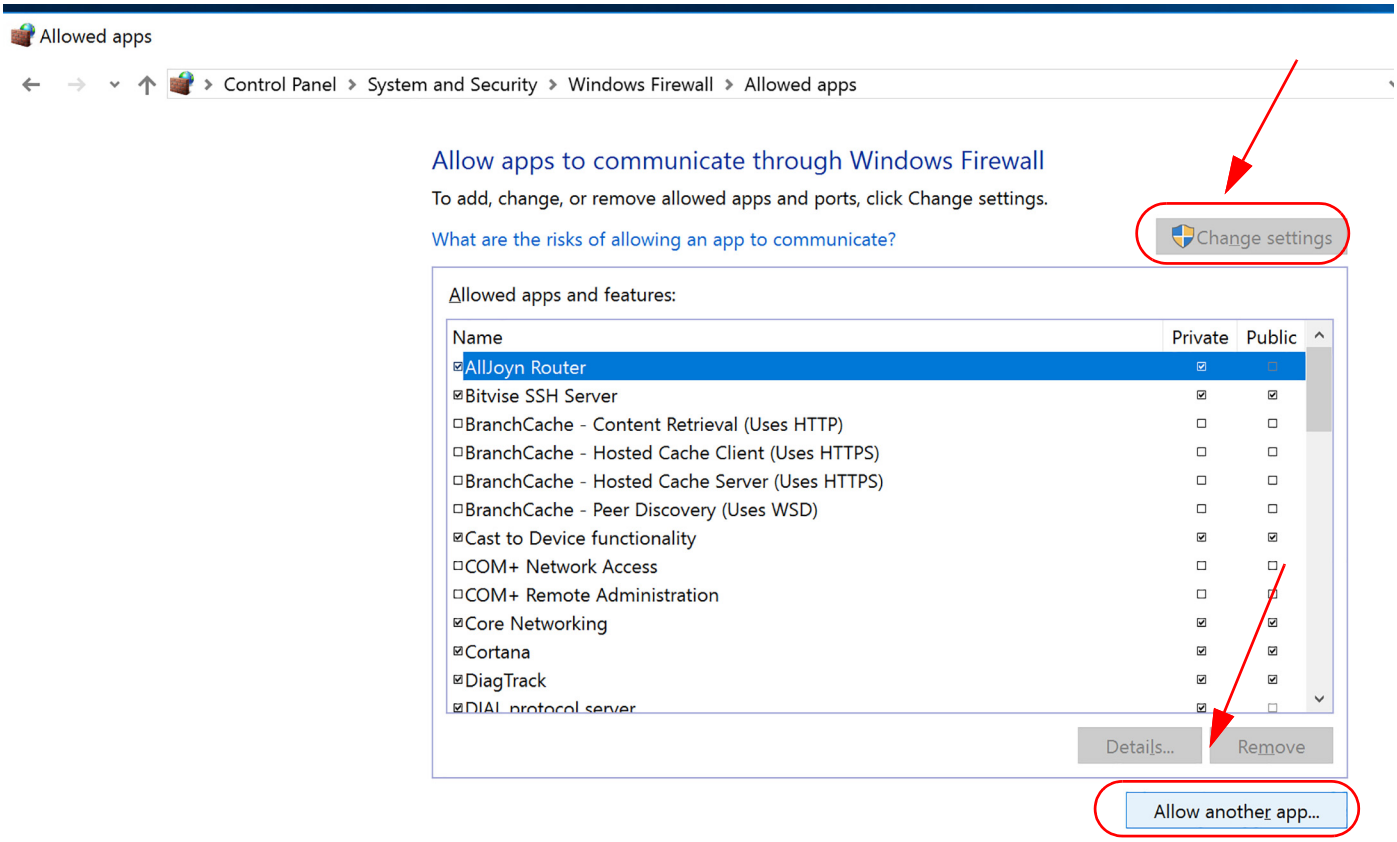

Figure 3.4: Windows Server 2016/2019: Change Settings -> Allowed Another app
4. From the Windows Firewall screen -> Allow apps to communicate through Windows Firewall, select “Change settings”, then select “Allow another app”. See Figure 3.4.